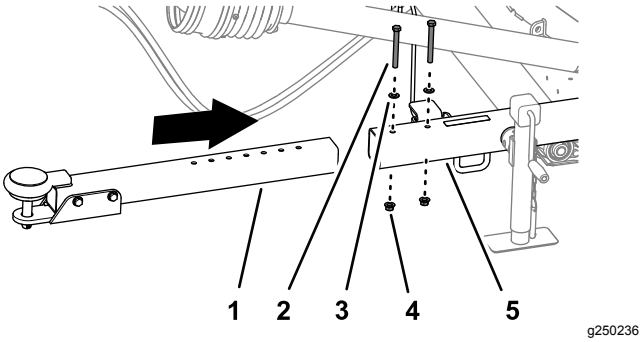

Figur 6
1. Fjern de to flenslåsemutrene, to hodeskruene og to skivene som fester koblingsrøret til mottakerrøret (Figur 6).